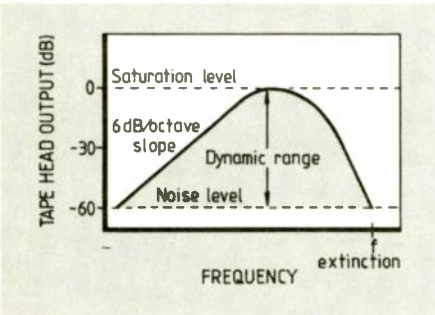

Fig.1. Tape replay characteristic. In video recording, the medium can pass a frequency range of 10 octaves.
To make efficient use of the available spectrum, the luminance (Y) and chrominance (C) components of the video signal to be recorded are separated by band-pass filtering. The Y signal cannot be directly recorded because its frequency range of 20Hz-5.5MHz, occupying a span of some 19 octaves, exceeds the maximum of 10 octaves possible from the magnetic medium **(Fig.1)**.